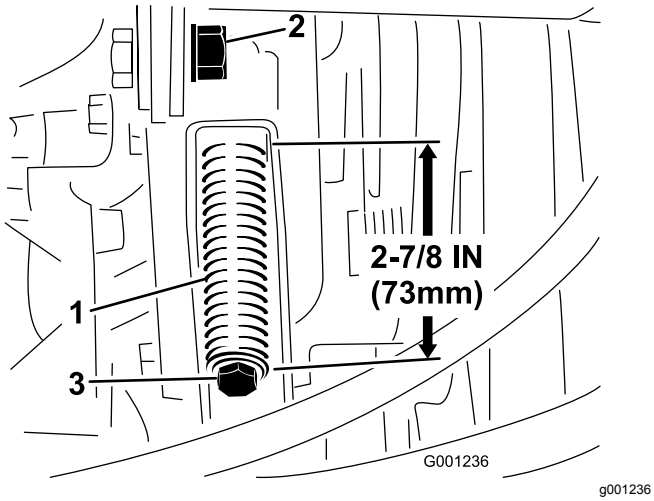

Figur 73
3. Lossa spännlockets kontramutter (Figur 73).
4. Använd en halvtums skiftnyckel för att dra åt eller lossa remspänningens fjäder (Figur 73). Justera fjädern till en längd på 73 mm.
4. Använd en halvtums skiftnyckel för att lossa remmens spännlocksfjäder (Figur 73) hela vägen.
6. Montera den nya kraftuttagsremmen och spänn remskivsfjädern till en längd på 73 mm (Figur 73).
7. Dra åt kontramuttern (Figur 73) och stäng huven.